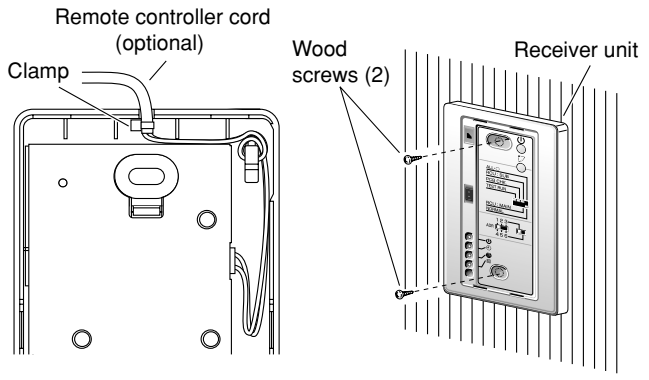

**Fig. 11-25**
4. Fasten the remote controller cord (optional) at the position shown in Fig. 11-25, using the provided clamper. Then connect the cord to the receiver connector.
5. Shape the remote controller cord as shown in Fig. 11-25 so that it fits at the top inside the receiver unit, above the PCB. Then attach the lower case. At this time, bend the head of the clamp so that it faces sideways.